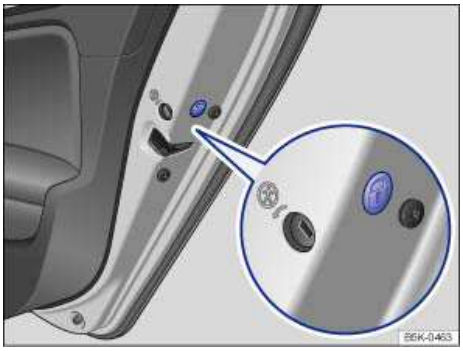

Fig. 153 On the front side of the right rear door: Emergency lock, covered by a rubber seal.
- Remove the rubber seal on the front side of the door. The seal is marked with a lock W ⇒ fig. 153.